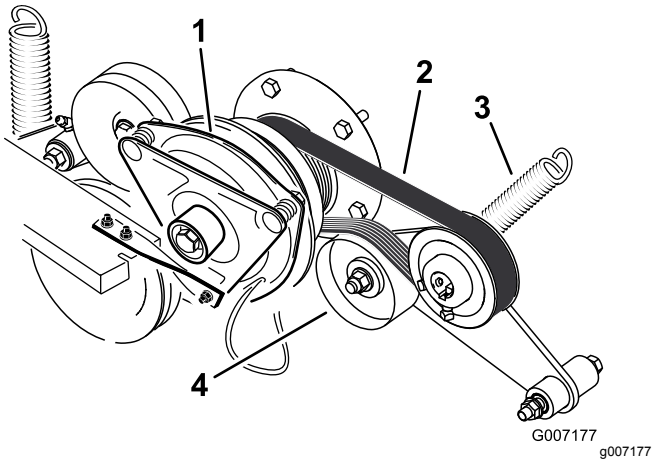

Rysunek 87
3. Zdejmij sprężynę z ramienia koła pasowego luźnego (Rysunek 87).
4. Załóż nowy pasek wokół silnika i koła pasowego pompy hydraulicznej (Rysunek 87).
6. Załóż sprężynę na ramię koła pasowego luźnego (Rysunek 87).